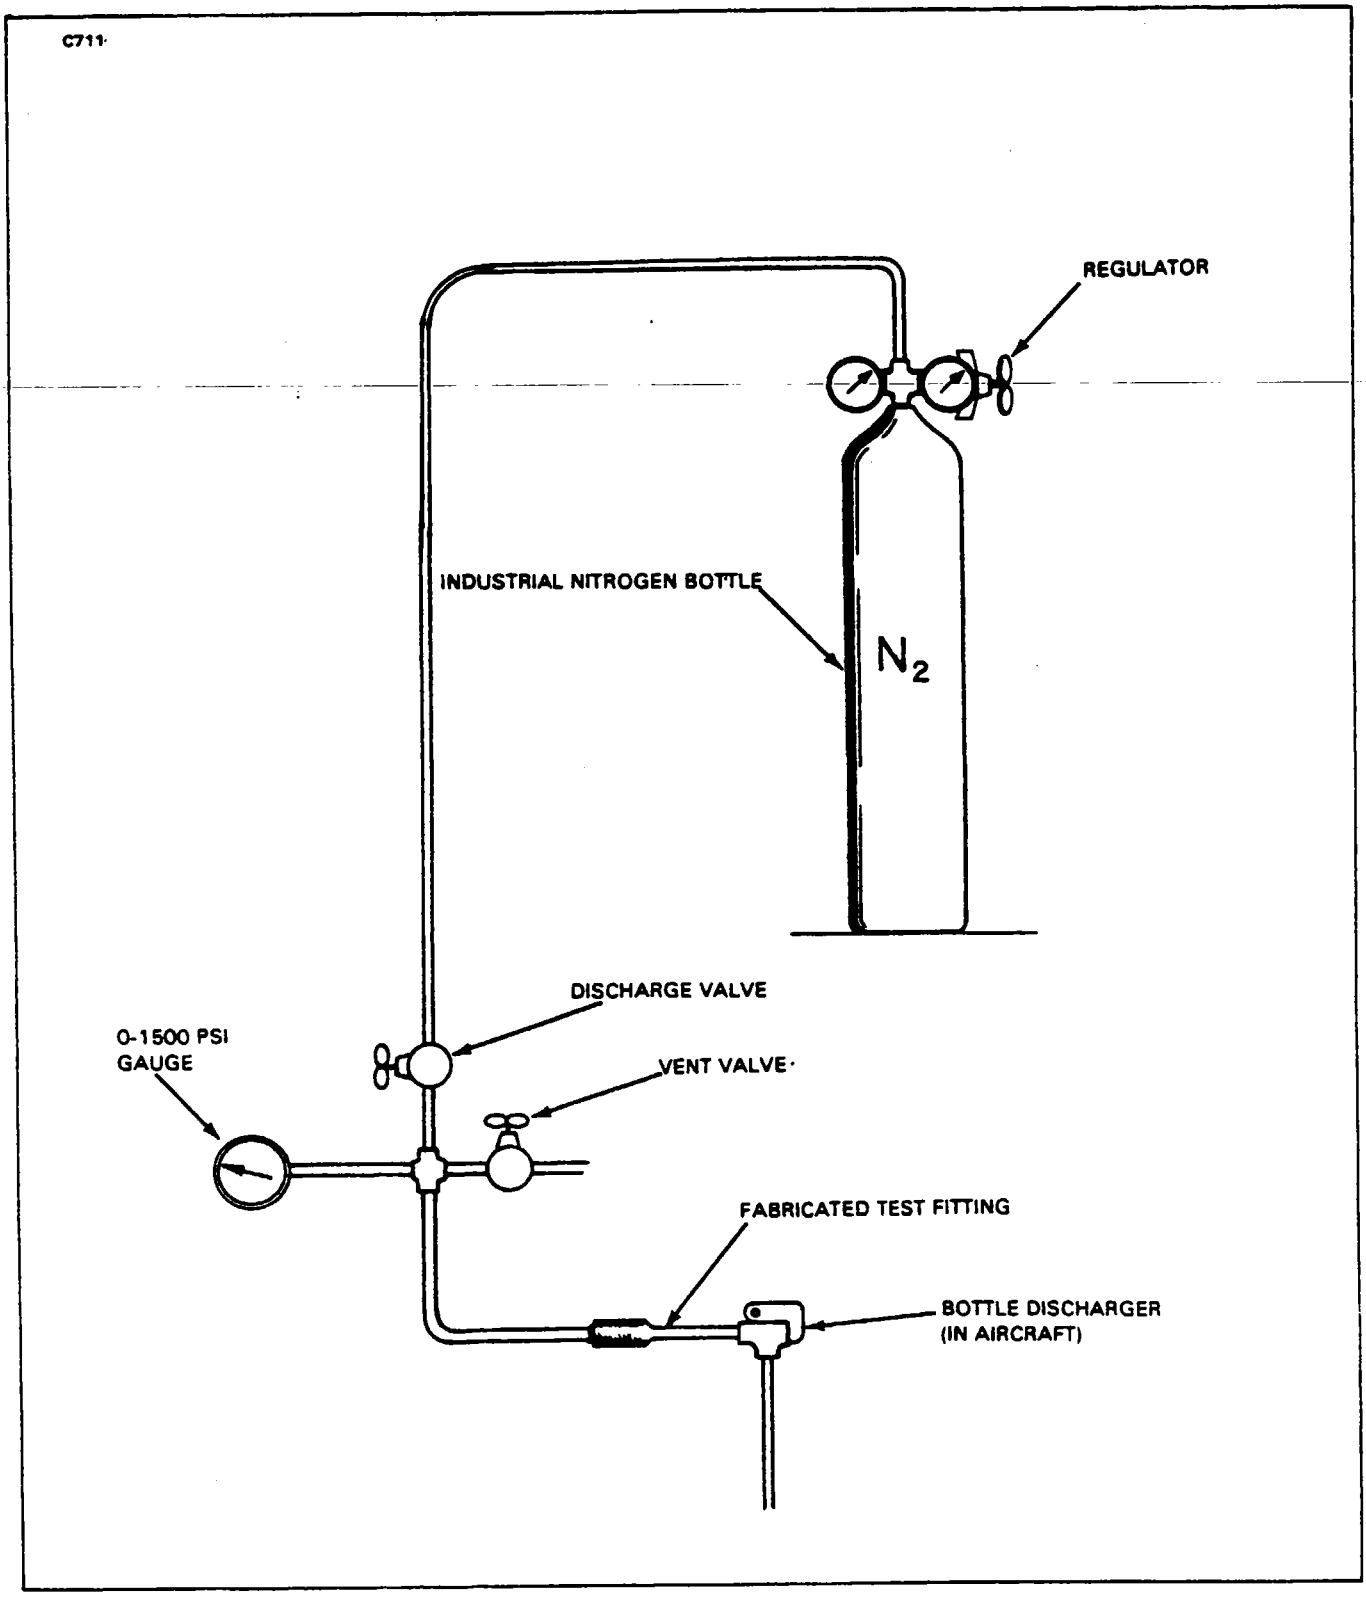

Figure 7-9a. Test Equipment Installation, Emergency Gear Extension System
This test procedure should be used whenever the system has been opened for any service and at each 1000 hour inspection, to insure system operation and integrity. To perform this test a special fitting must be fabricated and installed in place of the gear storage bottles. (Refer to Figure 7-9a.) Also needed is a source of nitrogen gas such as an industrial 3000 psig. cylinder along with regulator, pressure gauge, control valves and lines. (Refer to Figure 7-9a for suggested hookup and equipment.)
d. Install the fabricated test fitting into one of the open discharger assemblies. Insure that the test valves shown in Figure 7-9a are closed.